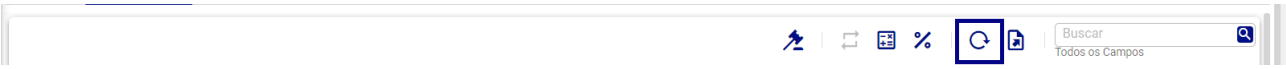

Figura 286: Atualizar
- **Atualizar (Figura 286):** Recarrega os dados exibidos na tela.